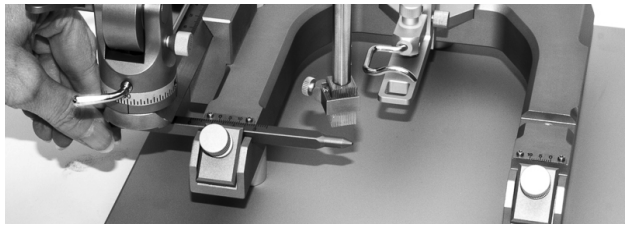

Fig. 10—Slide the ear bar into position and tighten the thumbscrew.
6. The ear bars mount into the ear bar channels (Fig. 9). Loosen the thumb screws. Slide each ear bar into its slot and gently tighten the thumbscrews enough to secure them without over-tightening them (Fig. 10).